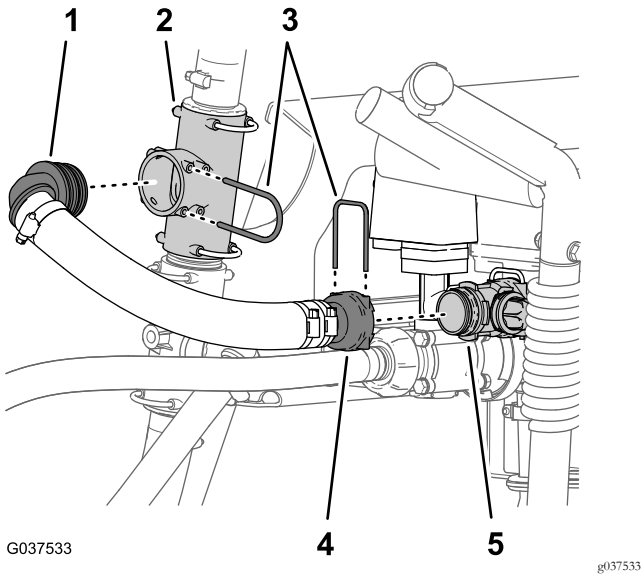

Figuur 36
1. Verwijder de borgclip waarmee de rechte slangpilaar van de mengomloopslang bevestigd is aan de mengomloopklep (Figuur 36).
2. Verwijder de borgclip waarmee de slangpilaar van 90° voor de mengomloopslang bevestigd is aan de bovenste T-fitting (Figuur 36).
3. Verwijder de mengomloopslang van de machine (Figuur 36).